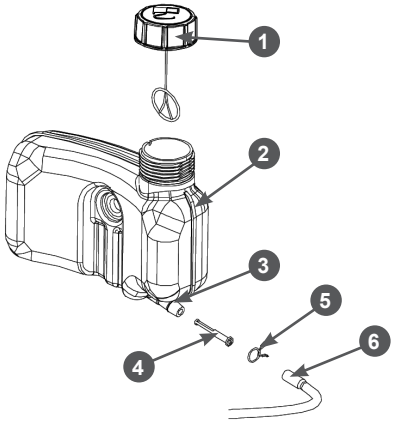

**Рис. 20 Обслуживание топливного фильтра и топливного бака**
2. Снимите хомут 5 топливного шланга и снимите шланг 6 со штуцера 3 топливного бака (Рис. 20).
4. Извлеките из топливного шланга 6 топливный фильтр 4 (Рис. 20). Проверьте его целостность и чистоту, при необходимости промойте чистым бензином или замените.